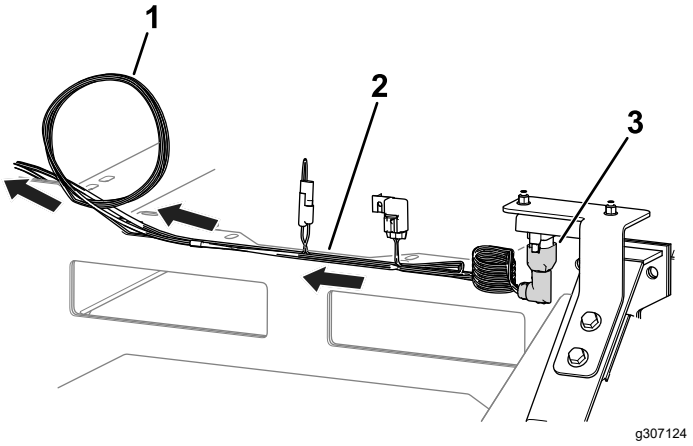

Figur 4
4. Monter ledningssatskontakten merket P02 til hellingssensoren (Figur 4).
5. Før ledningssatsen mot kontrollpanelet (Figur 4), og påse at den er sikret og borte fra bevegelige deler og klempunkter.
6. Rull sammen eventuell ekstra ledningssats til venstre for kontrollpanelet (Figur 4).